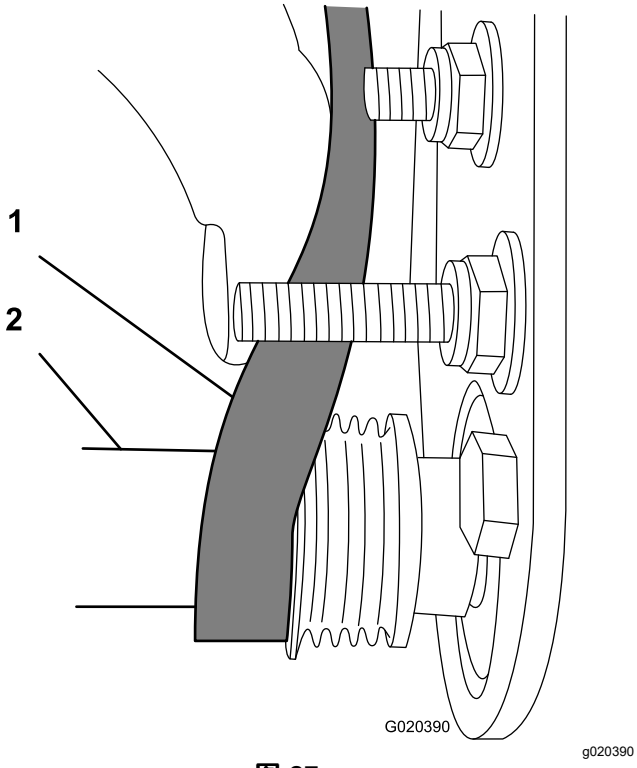

图 27
C. 使用深套管9/16 英寸旋转滚筒刷组件并把皮带引入从动皮带轮图 27。